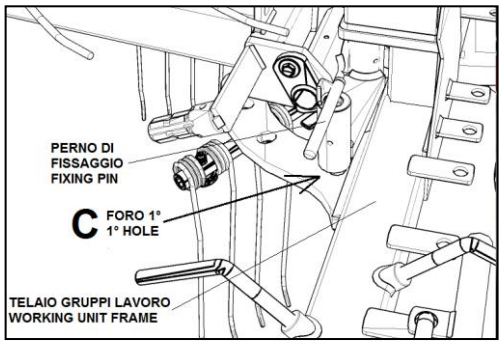

fig.11C
4. **Fig.11C** - Controllare che il telaio gruppi di lavoro sia bloccato, mediante perno a maniglia, nel foro 1° (**C**).
4. **Fig.11C** - Verify that the working unit frame is locked, by means the handle pin, in 1st hole (**C**)**.**